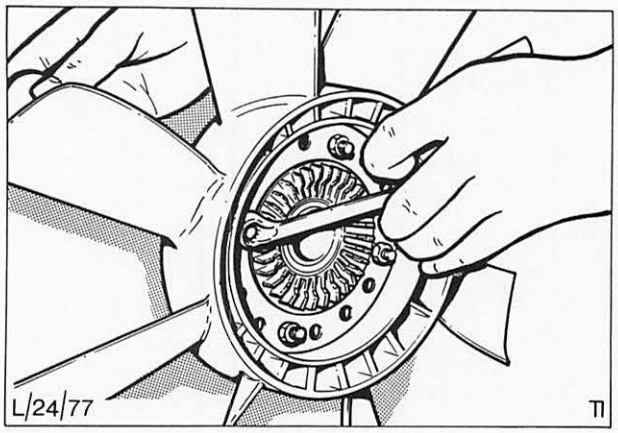

Abb. 61 Lüfter von der Lüfterkupplung abbauen
5. Lüfterkupplung vom Lüfter trennen (4 Schrauben), Abb. 61.